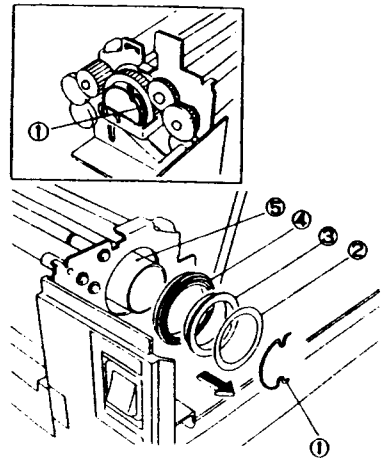

Рис. 4 NZM-0117
9. (Рис. 4): Снимите нагревательный вал.
①. Снимите переднее и заднее кольца нагревательного вала.
②. Снимите пленочную прокладку.
③. Снимите втулку нагревательного вала.
④. Снимите подшипник.
⑤. Снимите нагревательный вал (также выйдет из зацепления задняя шестерня).